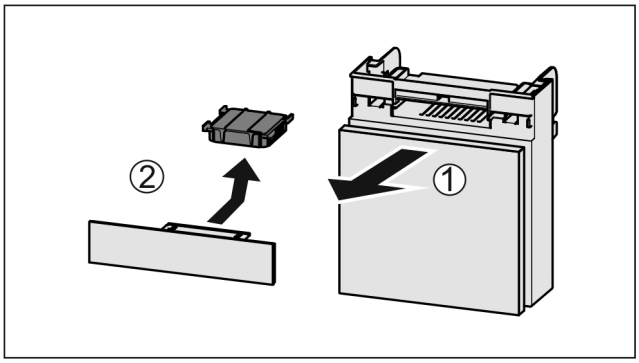

Fig. 161
▶ Extraire le compartiment par l'avant *Fig. 161 (1)*.
▶ Sortir le filtre à charbon actif *Fig. 161 (2)*.